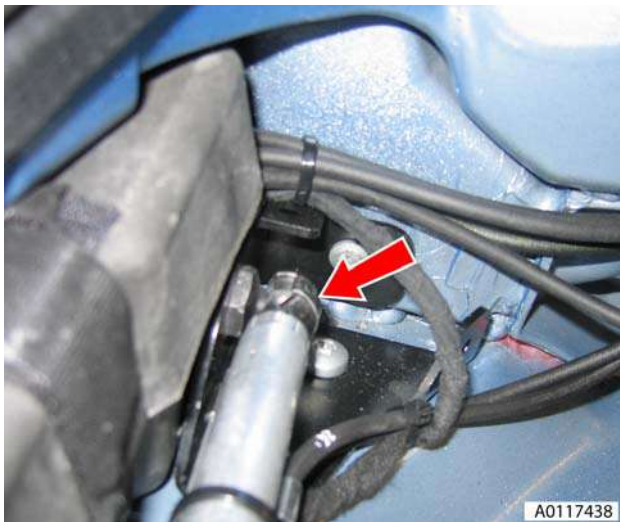

Figure 3
4. Release cylinder lower retaining clip and disconnect cylinder from body (see Figure 3).